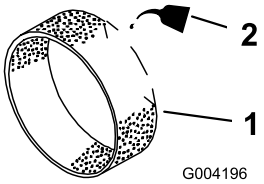

Figur 19
3. Giv forfilteret ca. 30–60 ml olie (Figur 19).